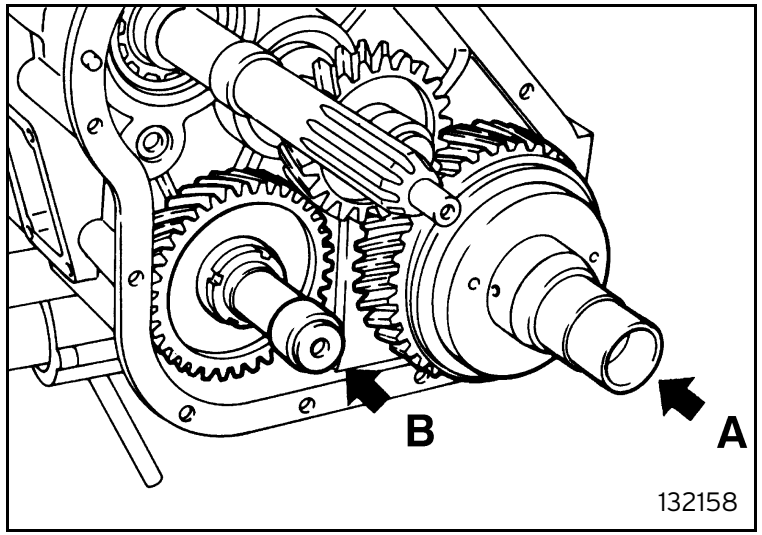

Fig. 59
- insert the final transmission with the viscous joint (A) and the front driving shaft (B) (figure 59);